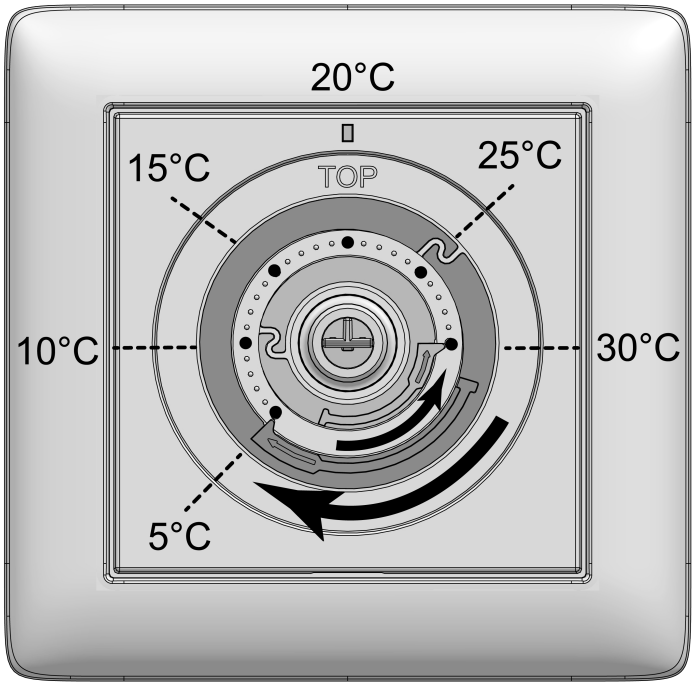

Bild 3: Einstellringe zur Temperaturbegrenzung
- Bedienknopf (5) von der Zentralplatte (4) abziehen, so dass die Einstellringe (7) sichtbar sind (siehe Bild 3). Die im Bild dargestellten Temperaturwerte dienen der Orientierung.